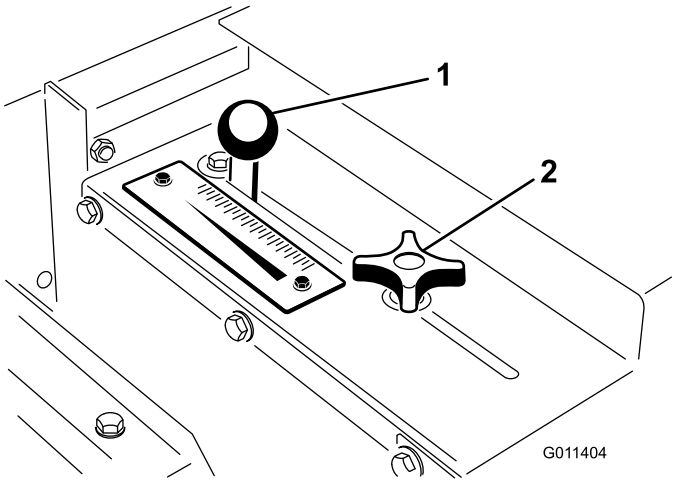

**Figuur 19**
1. Zet de sluitknop (Figuur 19) voldoende los om hem vrij te kunnen schuiven in de opening.
2. Stel de laadklepknop (Figuur 19) in op de gewenste stand en zet de sluitknop vast om de afstelling te borgen.
Gebruik de schaalverdeling (Figuur 19) om de gewenste dosering te gebruiken. Raadpleeg de zandgebruiksdosis.